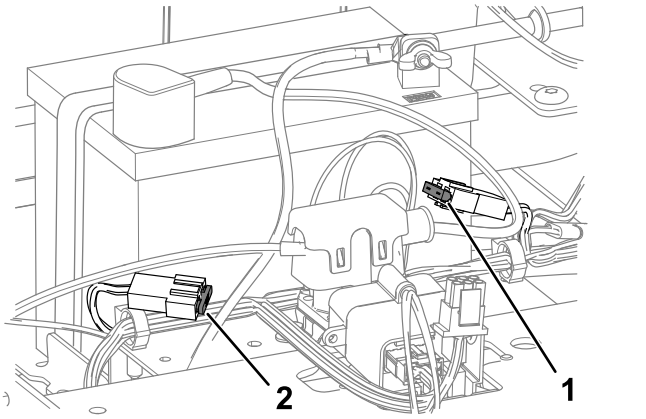

Rysunek 51
4. Aby wymienić bezpiecznik, pociągnij go w górę w celu wyjęcia bezpiecznika (Rysunek 51).